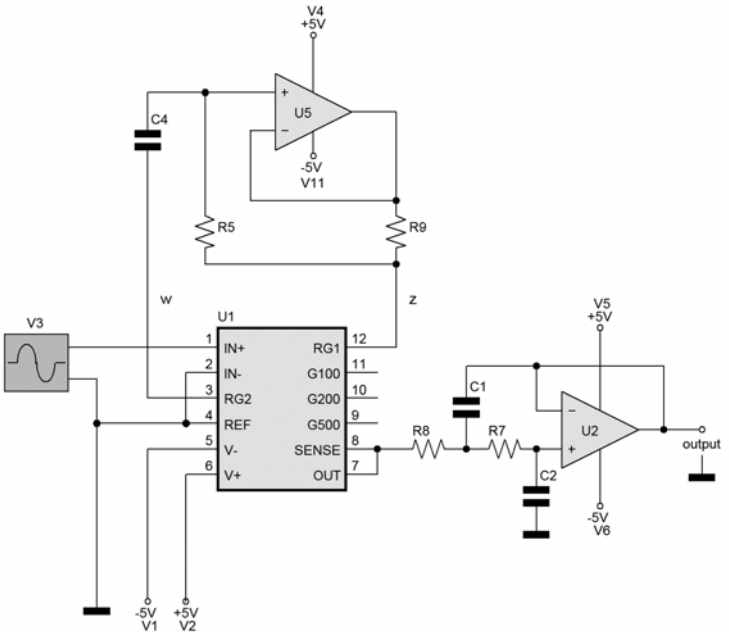
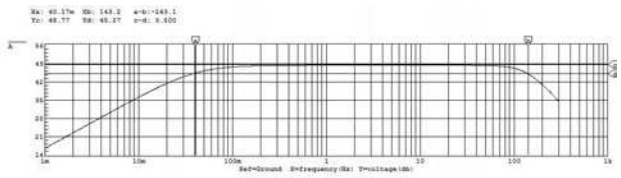

Figura 5 Modello SPICE PA con operazionale
Figura 6 Diagramma di Bode con PA con LF351
y) di un modello completo di filtro PA con moltiplicatore di capacità figura 5. la sua funzione di trasferimento è in figura 6 mentre nella 10 osserviamo la f.d.t. quando fra i terminali W - Z viene connessa una semplice serie R=75Ω C=1000µF: la differenza è notevole! Il taglio ad alta frequenza è sempre sui 140 Hz.